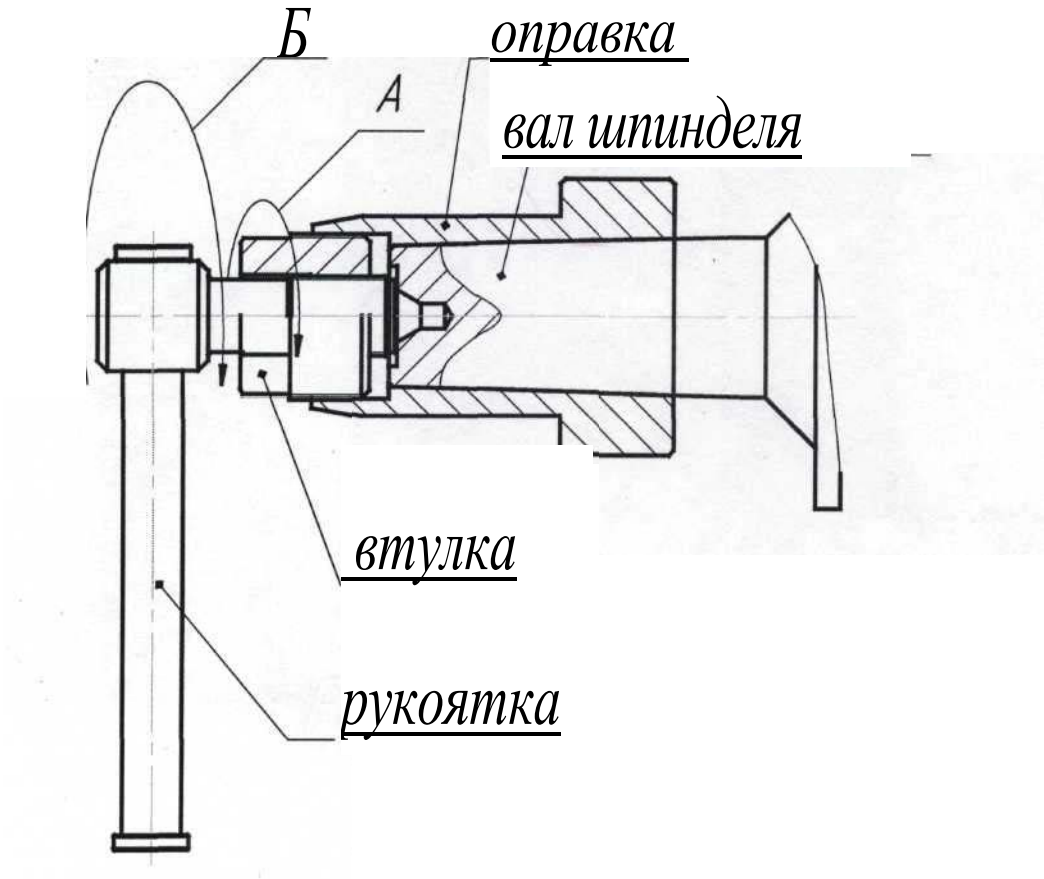

Рис. 3
3.3. Наладка узла радиального нагружения (См. рисунок 3).